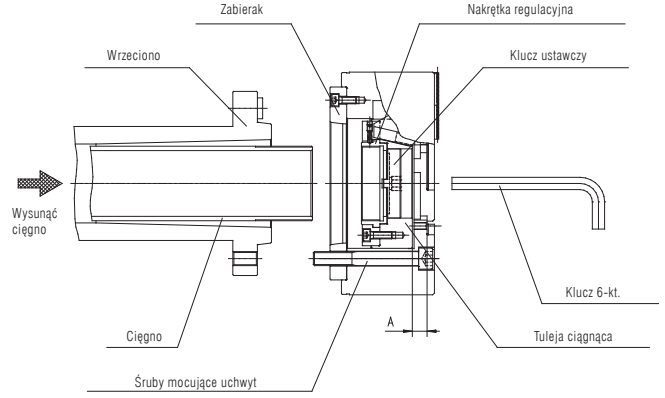
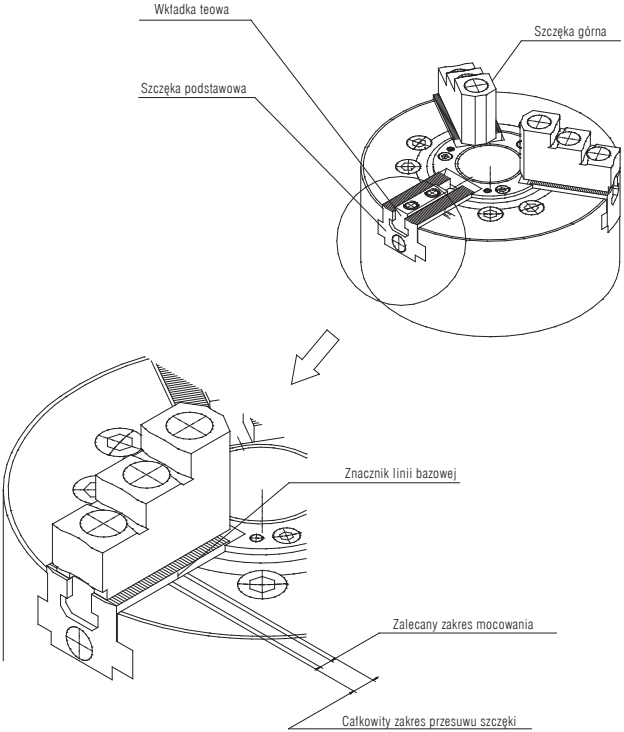

Rys. 14
Rys. 21
3. Podłączyć uchwyt do cięgna. Wymontować szczęki górne i pokrywę, aby umożliwić włożenie klucza ustawczego w otwór przelotowy uchwytu. Przymocować uchwyt do cięgna poprzez wkręcenie nakrętki regulacyjnej (Rys. 14). Jeśli wkręcanie nakrętki regulacyjnej do cięgna nie jest możliwe należy sprawdzić gwint. Przy wkręcaniu na siłę może nastąpić odkształcenie tulei ciągnącej powodując w efekcie mniejszą dokładność uchwytu.
5. Ustawić tuleję ciągnącą w odpowiednim położeniu. Położenie tulei ciągnącej ustala się poprzez pokręcanie nakrętki regulacyjnej kluczem ustawczym (patrz Rys. 14). W prawidłowym położeniu tulei ciągnącej przy wysuniętym maks. do przodu tłoczysku cylindra wymiar „A" od powierzchni czołowej pokrywy (patrz Rys. 14) powinien być równy wartości podanej w Tab. 8. Należy następnie sprawdzić czy znacznik wykonany na szczęce podstawowej pokrywa się z zewnętrzną kreską znacznika całkowitego skoku (patrz Rys. 21). Ponieważ w nakrętce regulacyjnej występuje zatrzask kulkowy (układ blokady), należy ustawić nakrętkę w takie położenie, aby zapewnić jego prawidłową pracę.
UWAGA: Zaleca się, aby obrabiany przedmiot był mocowany w środku zakresu przesuwu szczęk podstawowych. Aby zapewnić prawidłowe mocowanie detalu unikać mocowania przy końcu zakresu mocowania mogącego powodować ryzyko odmocowania przedmiotu obrabianego (patrz Rys. 21). Sprawdzić czy znacznik linii bazowej szczęki podstawowej znajduje się w zakresie całkowitego przesuwu szczęk.